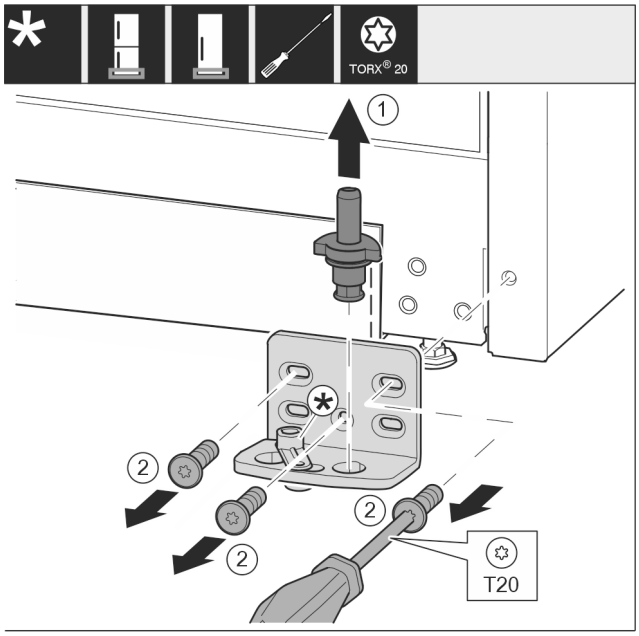

Fig. 12
- ▶ Pilnīgi izvelciet ārā uz augšu gultņa tapu *Fig. 12 (1)*.
- ▶ Ar skrūvgriezi izskrūvējiet skrūves *Fig. 12 (2)* un noņemiet gultņa balstu.